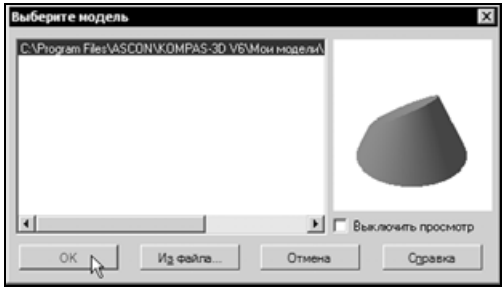

Рис. 6.148
- Нажмите кнопку **Стандартные виды** на инструментальной панели **Ассоциативные виды** — на экране появится диалог выбора модели. В окне диалога укажите открытый документ Сечение конуса плоскостью и нажмите **OK** (рис. 6.148).